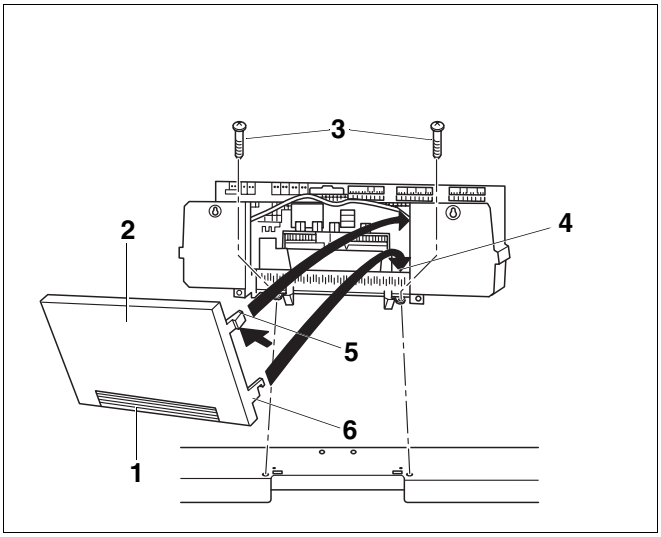
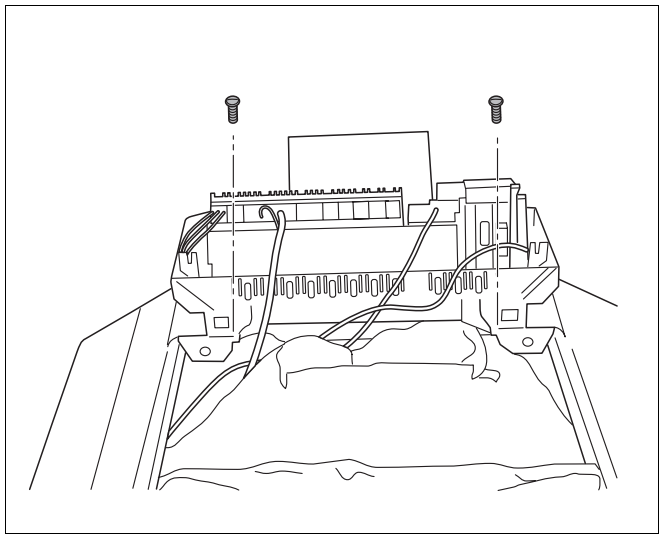

Rys. 11 Przykręcenie sterownika Logamatic 4000
Rys. 12 Przykręcenie sterownika Logamatic 2000
- Przykręcić sterownik z tyłu z prawej i z lewej strony w przelotce kabla przy pomocy 2 blachowkrętów (rys. 11, **poz. 3**) do przedniej pokrywy kotła, patrz też rys. 12.
Sterownik Logamatic 4000: W razie potrzeby można wyłamać lub wyciąć element (rys. 11, **poz. 1**) na ściance tylnej (rys. 11, **poz. 2**) przewidziany do tego celu.
- Wsunąć oba dolne haki (rys. 11, **poz. 6**) z prawej i lewej strony ścianki tylnej (rys. 11, **poz. 2**) w wycięcia w górnej krawędzi ramy do mocowania obejm (rys. 11, **poz. 4**).
- Wcisnąć oba górne elastyczne haki zaczepowe (rys. 11, **poz. 5**) lekko do środka (strzałka) i włożyć ściankę tylną (rys. 11, **poz. 2**), tak aby oba haki wskoczyły w otwory.